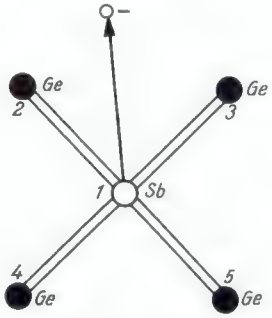
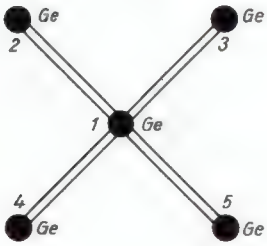

Bild 6. Ein Sb-Atom mit vier Ge-Nachbar-Atomen, schematisch gezeichnet
Bild 5. Ein Ge-Atom mit vier Ge-Nachbar-Atomen, schematisch gezeichnet
In Bild 5 ist noch einmal — schematisch in einer Ebene — dargestellt, daß dem Ge-Atom (1) vier andere 2...5 gegenüberstehen, und daß (1) mit (2), (3), (4) und (5) durch Valanzbrücken verbunden ist. Ersetzt man — z. B. durch einen Legierungsprozeß — das Ge-Atom (1) durch ein Antimon-Atom, so ist folgendes festzustellen (Bild 6). Antimon (Sb) hat im Gegensatz zu Germanium 5 Valenz-Elektronen. Es können sich also sofort 4 Valenzbrücken zwischen den Atomen 2...5 und dem Sb-Atom bilden. Das fünfte Valenzelektron des Sb-Atoms wird dagegen nicht abgebunden. Es kann sich deshalb besonders leicht von seinem zugehörigen Atom lösen. Auf diese Weise — durch Dopen mit 5wertigen Fremdatomen — läßt sich die n-Leitfähigkeit, die Elektronenkonzentration vergrößern.